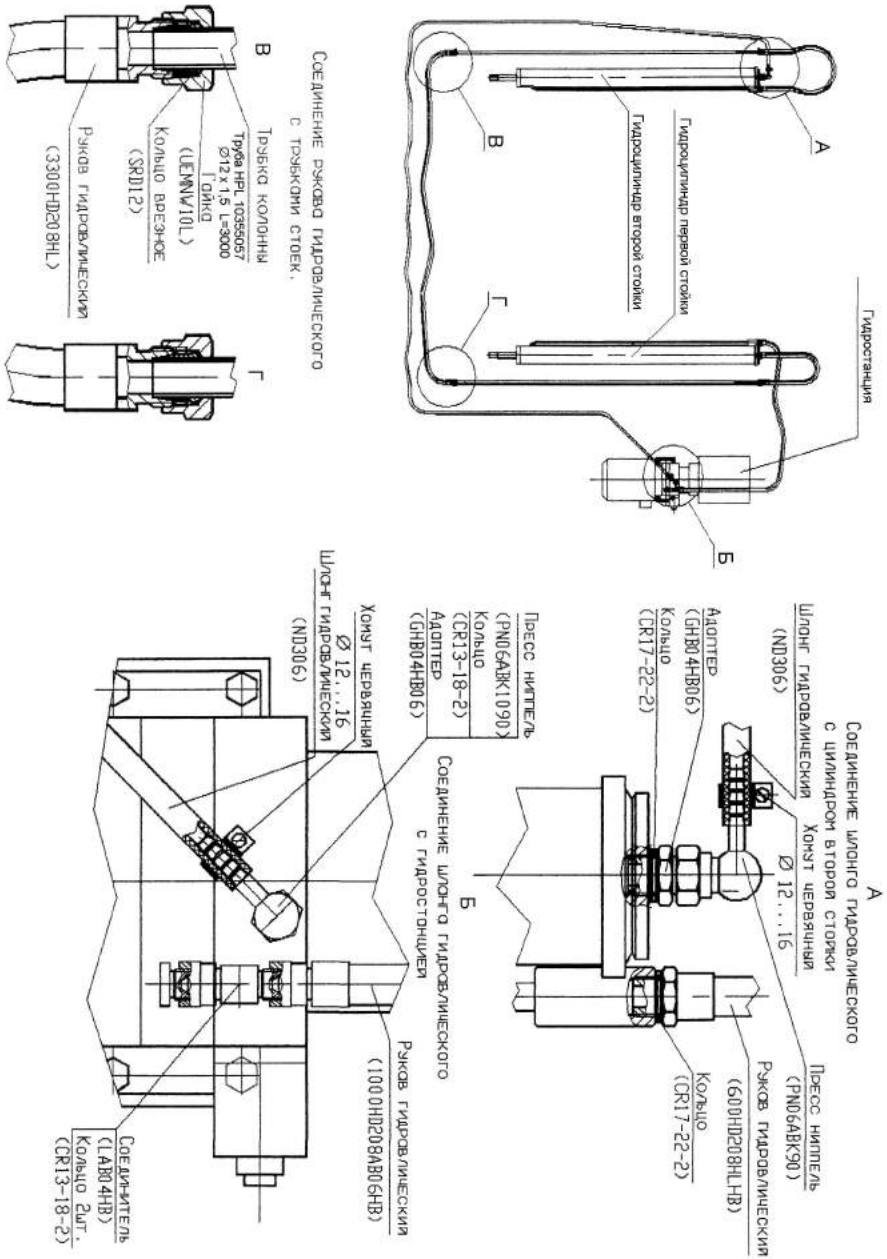

Рис. 10. Монтаж гидравлический подъемника ПЛГ-5, ПЛГ-5-01
6.1.9. Выполнить гидравлический монтаж в соответствии с чертежом на Рис. 10.
6.2.9. Выполнить гидравлический монтаж в соответствии с чертежом на Рис. 10.